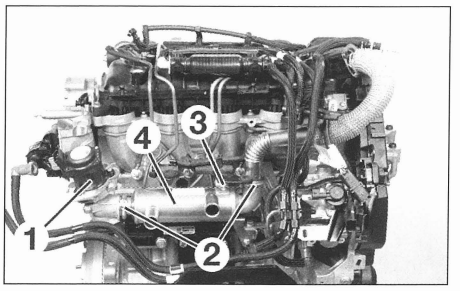

FIG. 48
- la válvula EGR (1) (fig. 48).
- las abrazaderas (2) y la fijación (3) del intercambiador EGR.